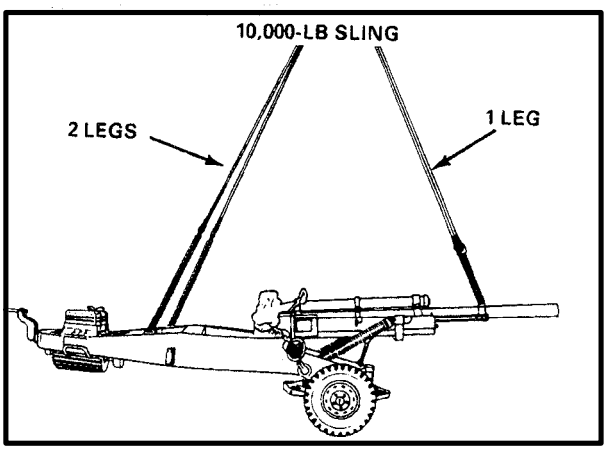

*Figure 6-10. Load with Three Lift Points*
**(3)** You may also use this method when hooking up a load with only three lift points (Figure 6-10). Route the extra chain leg through one of the hookup points and use the same chain link number. You will be less likely to lose the fourth sling leg, and the sling set will be ready for another load.